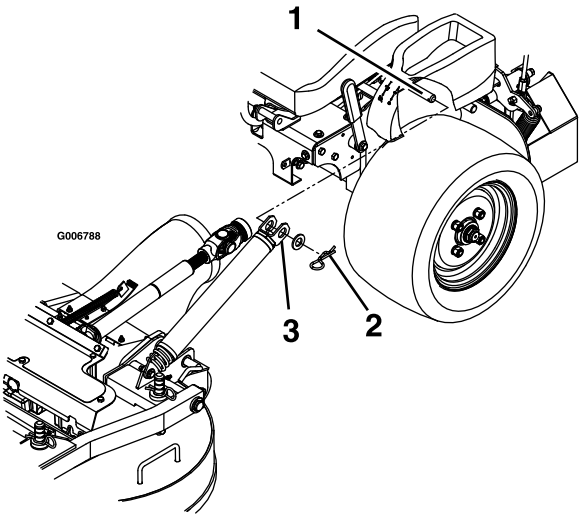

**Figure 69**
4. Retirez les goupilles fendues et les rondelles sur le haut du ressort d'aide au levage du tablier de coupe de chaque côté de la machine (Figure 69).
9. Placez les ressorts sur les goupilles d'ancrage sous les consoles gauche et droite, et fixez-les avec une rondelle et une goupille fendue (Figure 69).